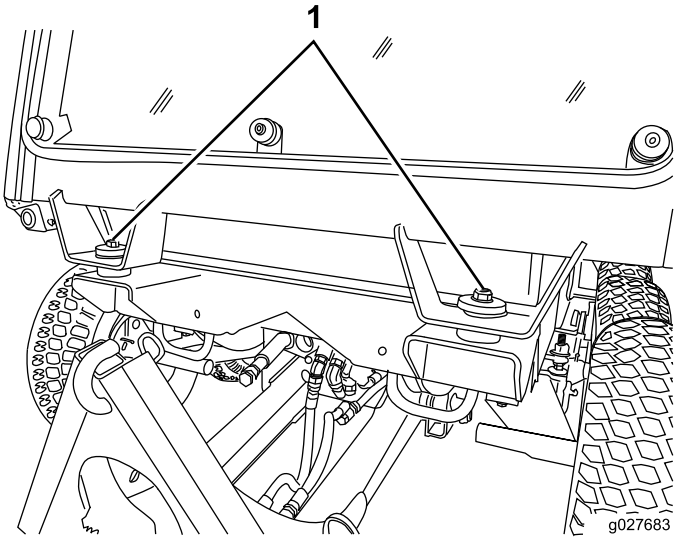
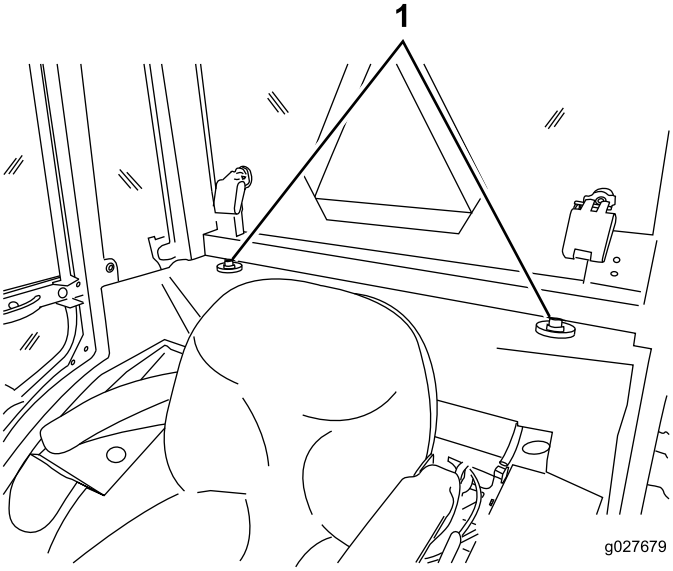

Figur 63
Figur 64
5. Find de forreste og bageste monteringspunkter på førerhuset (Figur 63 og Figur 64).